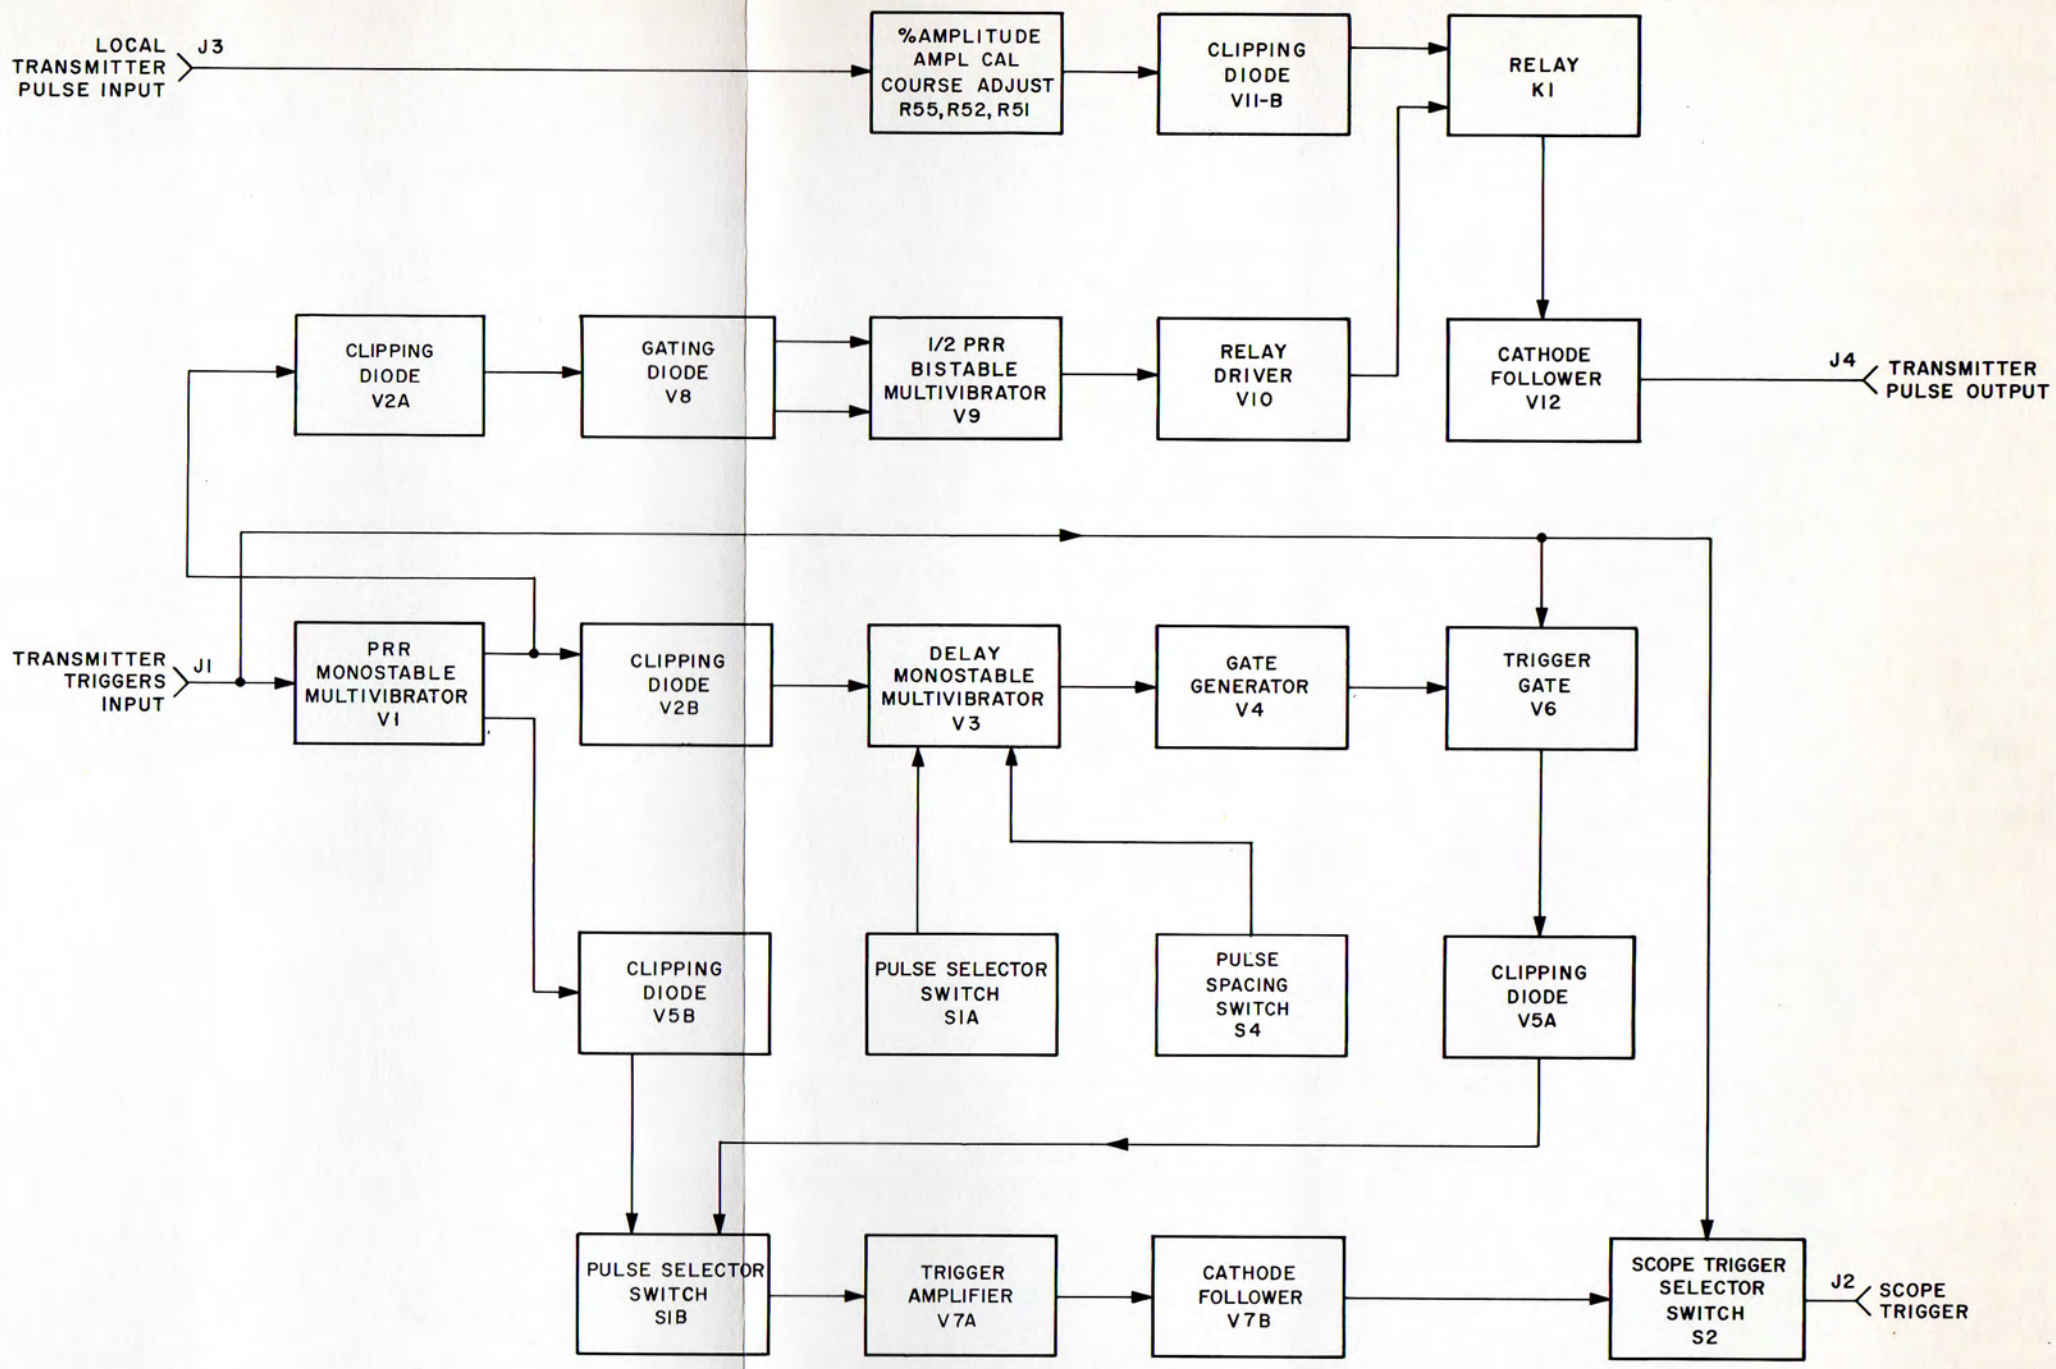

Figure 4-16. Electrical Pulse Analyzer TS-1360/FPN-42, Block Diagram
1. The pulse analyzer enables the operator to check the shape of each transmitter pulse. (See figures 4-16, 4-17, 4-18, and 6-16.)